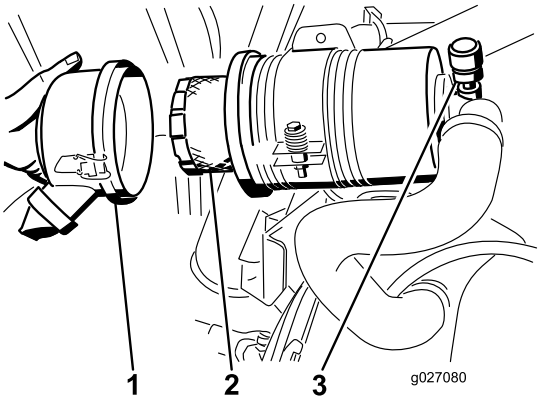

Figuur 54
4. Verwijder en vervang het filter (Figuur 54).